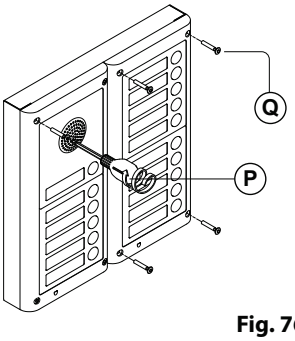

Fig. 76
9. When the system has been tested and is working correctly, move back the module support frames carefully, fix them to the surface box using the screwdriver provided Ⓟ (torx end) and the pin machine torx screws Ⓠ **(Fig.76). Note: do not over tighten the screws more than is necessary.**